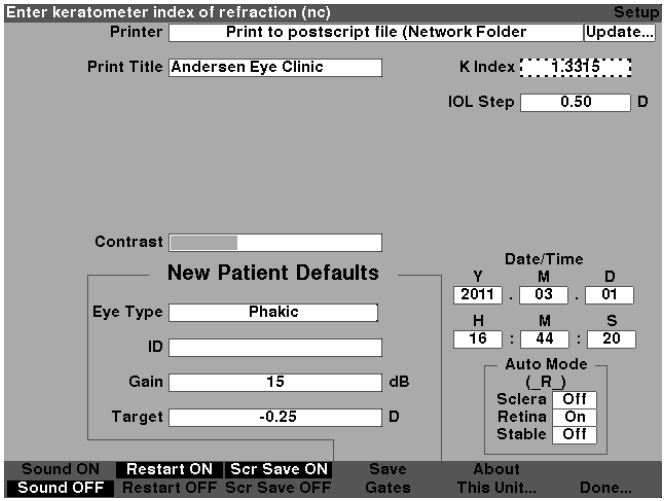

Figure 5-57 Adjusting the K Index
3. Rotate the knob to adjust the K index , or manually enter the new value. The maximum value is 1.5000 and the minimum is 1.2500 as shown in figure 5-57.